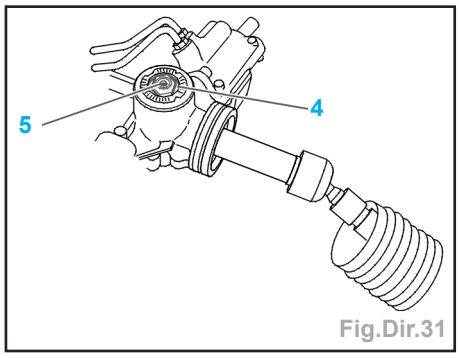

Fig.Dir.31
- Positionner la crémaillère au point milieu (Fig.Dir.31).